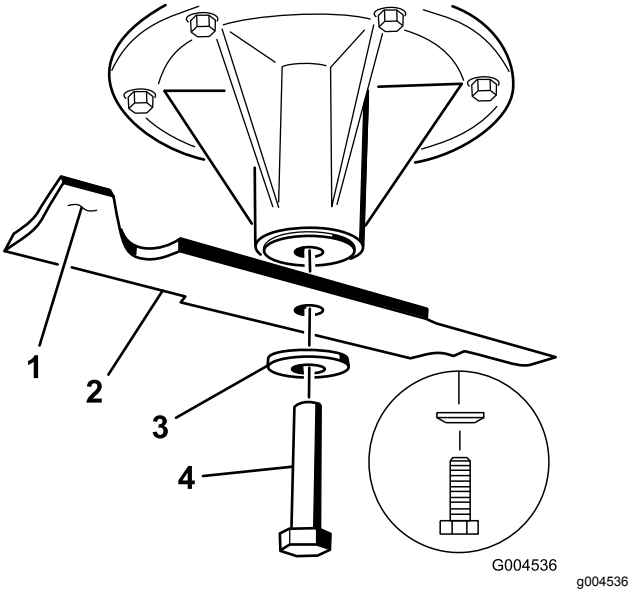

Figuur 114
2. Verwijder de mesbout, de klemring en het mes van de spilas (Figuur 114).
1. Monteer het mes op de as (Figuur 114).
2. Monteer de klemring en de mesbout (Figuur 114).